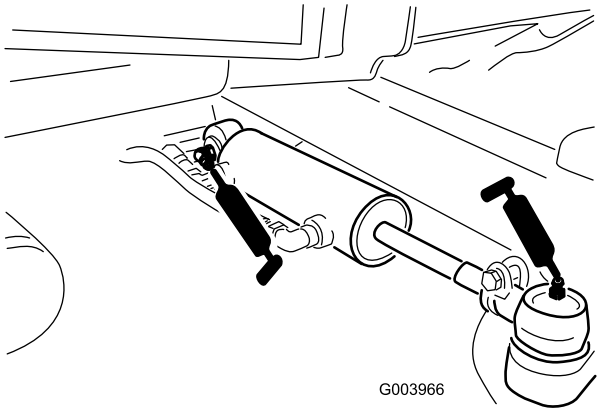

Figur 78
- Styresylinderens kuleledd (2) (Figur 78)